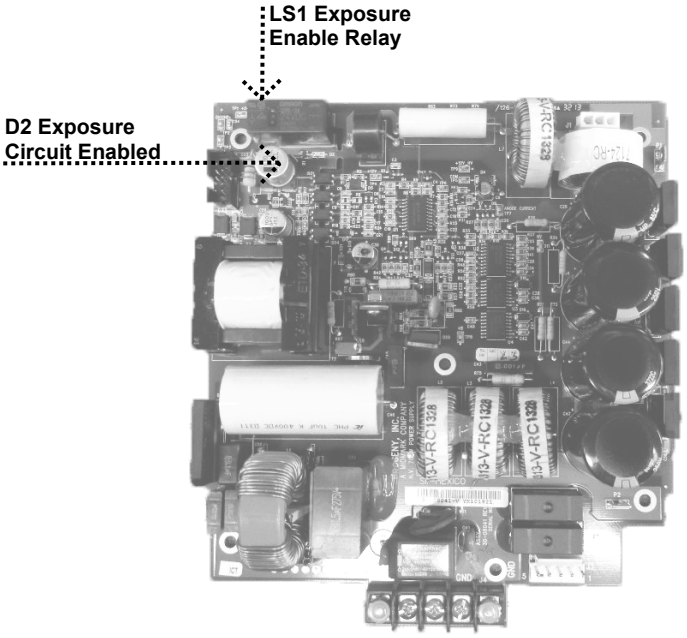

Figure 69 Power Supply Board 30-08041
2. If the Operator Display indicator sounds, but the Logic Board indicator does not activate, observe LED D2 on the Power Supply Board, and listen for the relay LS1 to activate on this same board (*Figure 69*). LED D2 should illuminate during the exposure request. If not, inspect the condition of the ribbon cable between the Power Supply and the Logic Boards. If the ribbon cable is acceptable, replace the Logic Board.